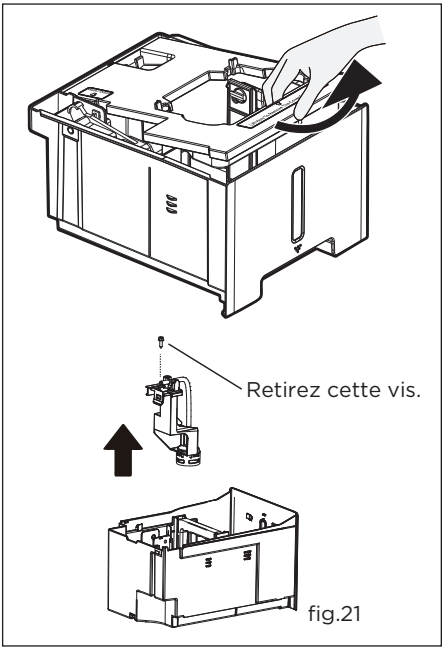

fig.21
c. Retirez la vis qui fixe la structure de drainage de la pompe. Puis sortez la structure de drainage de la pompe et nettoyez le filtre au bout du tuyau. fig. 21.